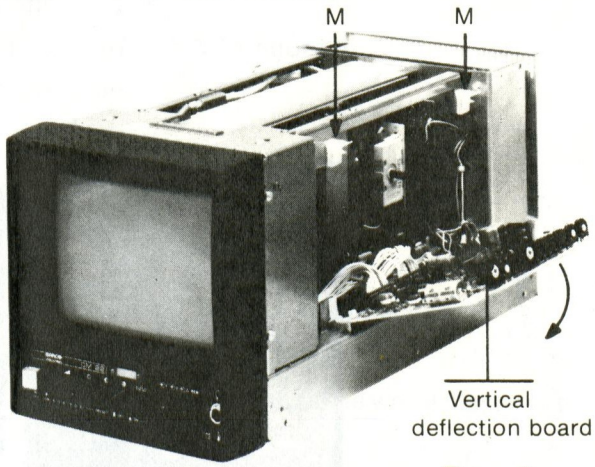

Figure 9
b) Push the clips indicated with M upwards, so that you can rotate the board (figure 9).